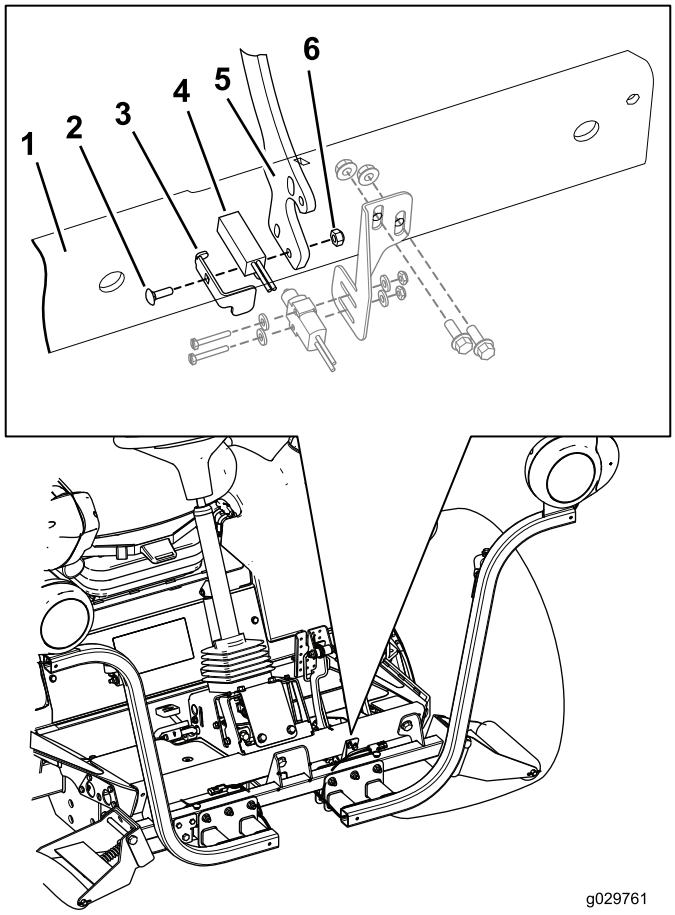

図 16
1. ブレーキペダルレバーに付いている近接センサーアセンブリ図 16を分解し、近接センサー以外の部品をすべて手元に置く。
2. 近接センサーアセンブリをブレーキレバーに組み付けるキャリッジボルト #10 x ⅝"、ブレーキセンサープレート、近接センサー、ロックナット#10を使用し、図 16 のように取り付ける。